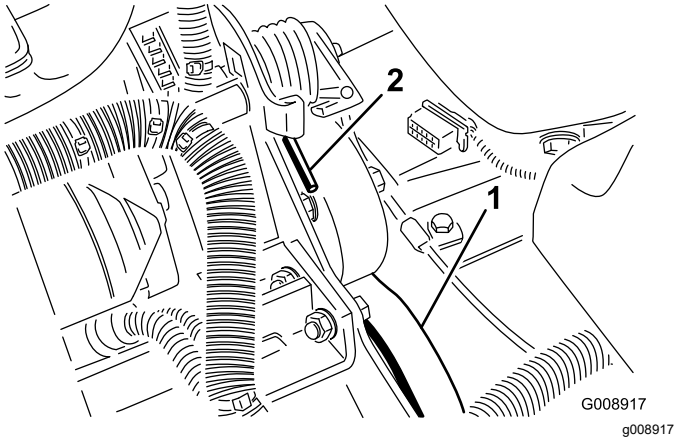

Figur 77
3. Tryck fjäderänden (Figur 77) nedåt och framåt för att kroka av den från fästet och lätta på fjäderspänningen.